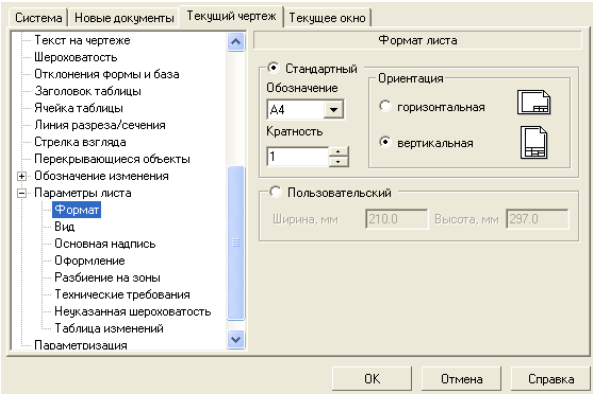

Рисунок 8.15 – Диалоговое окно Параметры с открытой вкладкой Текущий чертеж и панелью Формат листа
– щелкните в дереве элементов чертежа по пункту *Параметры листа*, если он не раскрыт, а затем – по пункту *Формат*. В правой части появится панель *Формат листа*, показанная на рисунок 8.15.